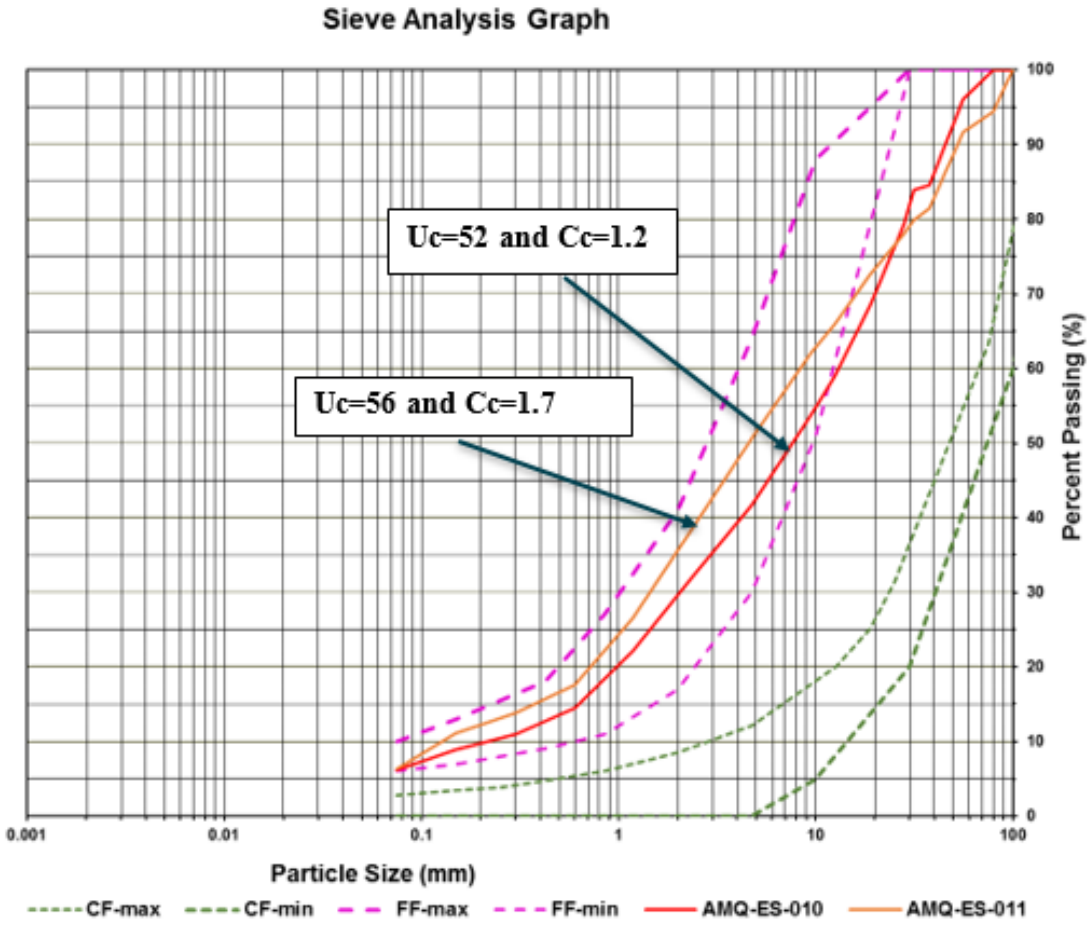

Figure 1: Gradation plot of AMQ-ES-010 and AMQ-ES-011
- **Reviewed and document** two test results (AMQ-ES-010 and AMQ-ES-11) sent from QC. AMQ-ES-010 and AMQ-ES-011were taken for the esker placed between station 0+735 and 0+688. The gradation plot along and computed Uniformity Coefficient (Uc) and Coefficient of Curvature (Cc)of the two samples test result are presented in Figure 1. The gradation plot, and UC and Cc values indicate both esker materials are well graded, and their fine content is less that fine content of the soil (40%) used to design the filter. Thus, both esker samples meet SNC-Lavalin recommendation of esker material to be used as backfill for over-excavated area in the overburden soil.